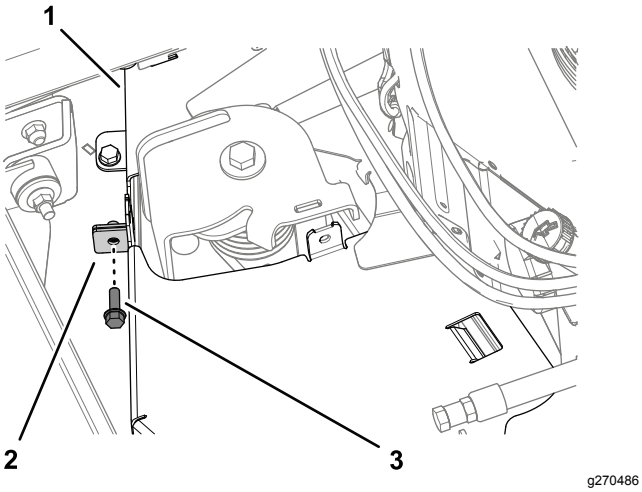

Figure 6
2. Remove the bolt that secure the belt cover flanges as shown in Figure 6.